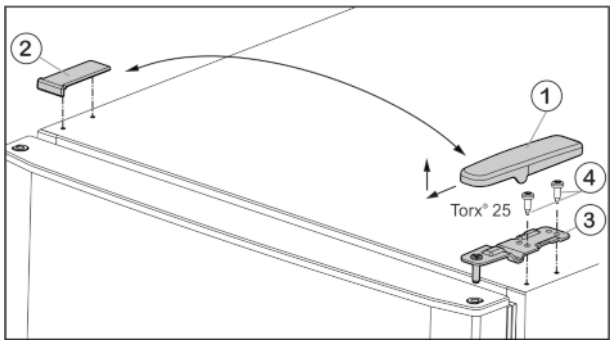

Fig. 5
▶ Pull off the cover *Fig. 5 (1)* forwards and upwards.
▶ Lift off the cover *Fig. 5 (2)*.
▶ Unscrew the upper turn hinge *Fig. 5 (3)* (2x Torx® 25) *Fig. 5 (4)* and lift it off.
- ▶ Insert the upper turn hinge *Fig. 5 (3)* in the door on the new hinge side.
- ▶ Screw in the upper bearing block **tightly (with 4 Nm)** (2 x Torx® 25) *Fig. 5 (4)*. Use a cordless screwdriver if necessary.
- ▶ Fit the cover *Fig. 5 (1)* on the opposite side by sliding it rearwards and latching it into place.
- ▶ Press the cover *Fig. 5 (2)* on the opposite side down into place until it latches.